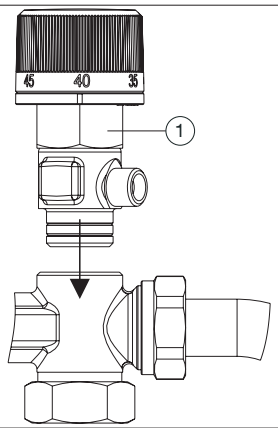
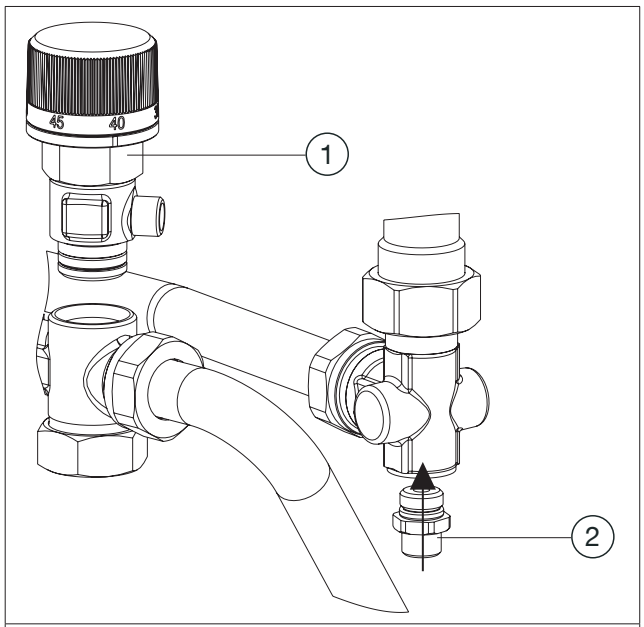

Abb. 4: Einbau Ventil Regudis W-HTU/TU und Regudis W-HTF
Abb. 7: Einbau Ventil und Adapter Regudis W-HTO
(1)	Überwurfmutter SW 32
(2)	Adapter SW 16
7. Schrauben Sie das Ventil in den Verteiler (siehe Abb. 4). Beachten Sie die Ausrichtung des Ventils (die weiße Markierung des Handrads muss nach vorne zeigen). Schrauben Sie das Gehäuse so weit ein, bis der Dichtring vollständig vom Gehäuse verdeckt ist, dann ist die Verbindung selbstdichtend.
Winkel (siehe Abb. 7).
6. Schrauben Sie das Ventil in den Verteiler (siehe Abb. 4). Beachten Sie die Ausrichtung des Ventils (die Anzeige 45° muss nach vorne zeigen). Schrauben Sie das Gehäuse so weit ein, bis der Dichtring vollständig vom Gehäuse verdeckt ist, dann ist die Verbindung selbstdichtend (siehe Abb. 7).